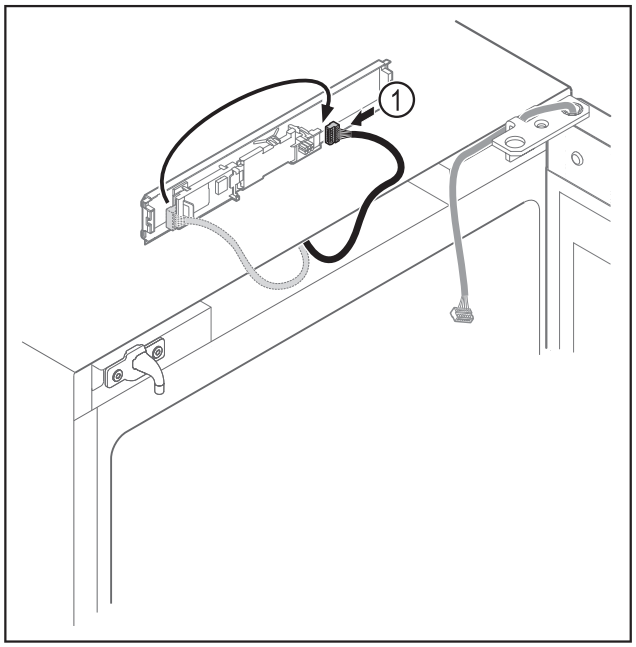

Fig. 11
▶ Переставьте штекер *Fig. 11 (1)* на панели.